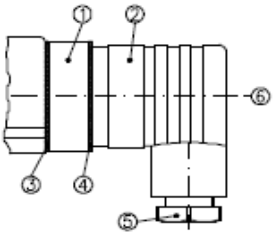

Abb. 5
- Lösen Sie die Zentralschraube (Pos. 6) M3x35 und ziehen Sie die Leitungsdose (Pos. 2) vom Gerätestecker (Pos. 1) ab (Abb. 5). Entfernen Sie die Zentralschraube (Pos. 6) aus der Leitungsdose (Pos. 2).